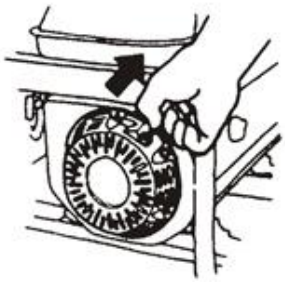

Рис. 30
5.5.1 Запустіть генераторну установку (Рис. 30).